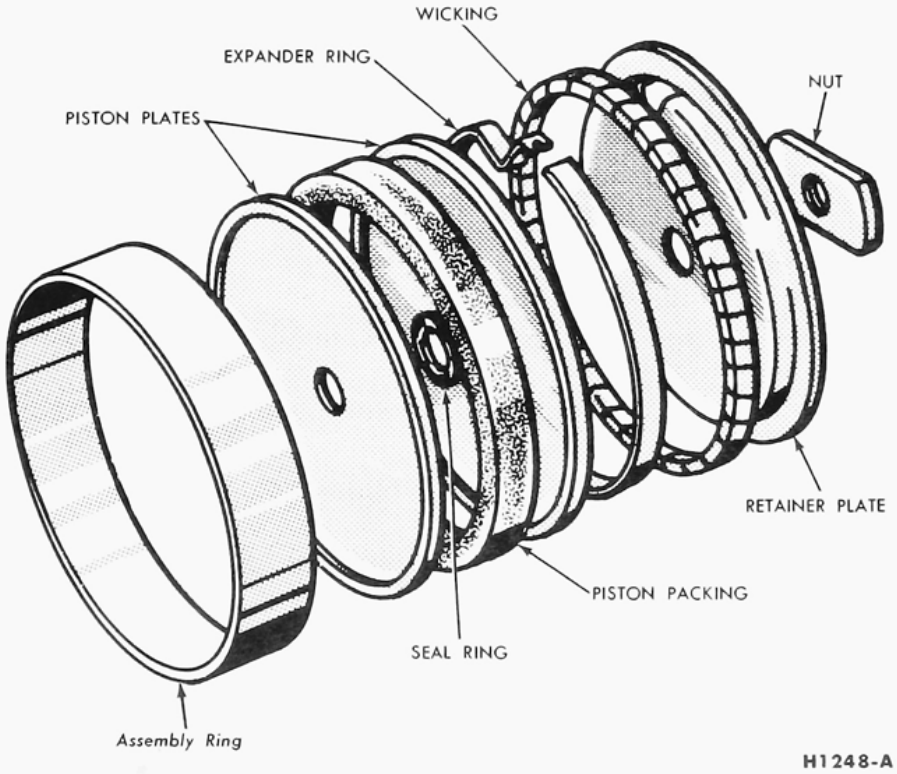

FIG. 24—Disassembled Vacuum Piston
7. Fabricate a vacuum piston assembly ring by cutting a 1-inch section from an old cylinder shell of correct size. Place the assembly ring (Fig. 24) on the bench and assemble the vacuum piston parts in the assembly ring, installing the larger diameter piston plate with the chamfered side of the hole up, the leather piston packing with the lip of the packing up, the seal ring, and the small diameter piston plate with the chamfered side of the hole down.